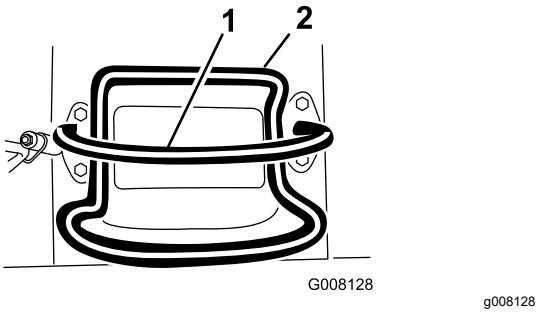

**Figuur 7**
- Om de machine te stoppen, laat u de tractiebediening los (Figuur 7).